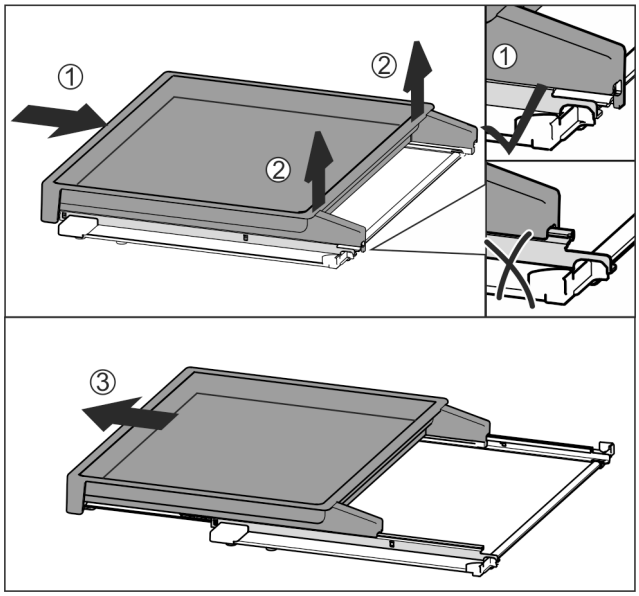

Fig. 188
▶ Slide the pull-out board all the way in *Fig. 188 (1)*.
▶ Release the clips at the back *Fig. 188 (2)*.
▶ Remove the pull-out board from the front *Fig. 188 (3)*.